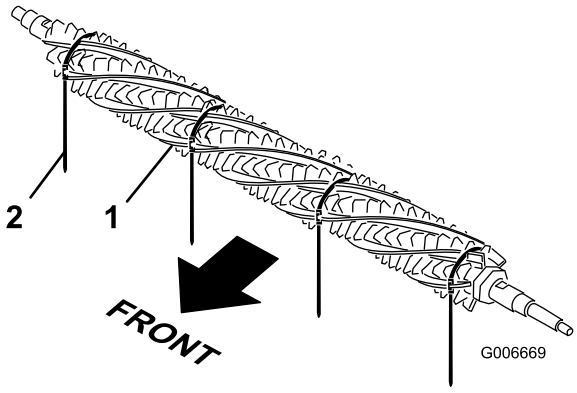

Figur 36
1. Fra den ene ende af trimmerknivcylinderen skubbes en børste ind i alle rillerne på trimmerknivcylinderen (Figur 36).